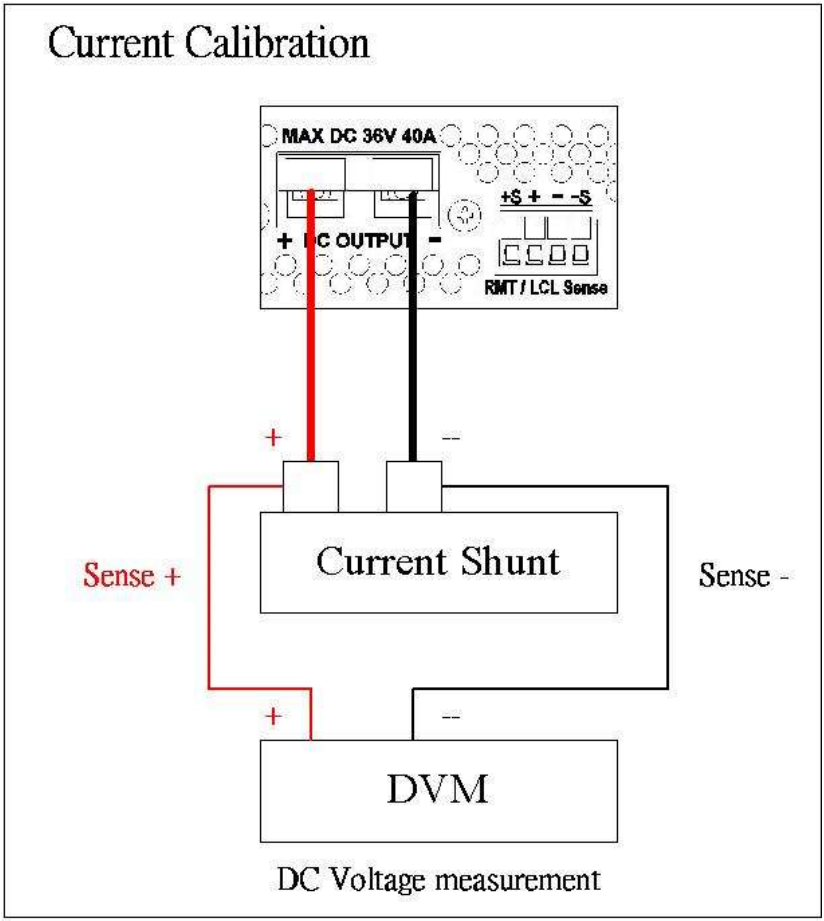

Figure 2
A. Connect two output terminals of the power supply to two ends of the current shunt, and connect DVM to the sensor of current shunt to measure DC voltage as shown Figure 2. Press 3 to enter current calibration screen.